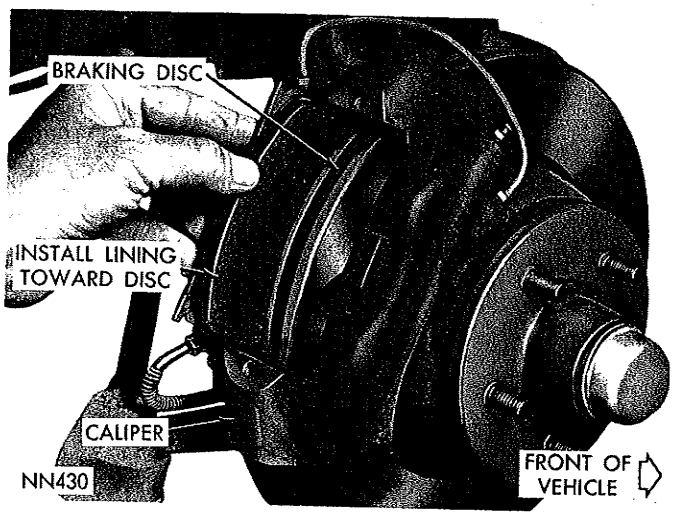

*Fig. 9—Installing the Brake Shoes and Lining*
(1) Push all pistons back into their bores until bottomed to allow for installation of new thick shoes. This can be done by placing a flat sided metal bar or tool against piston and exerting a steady force until bottomed.
(2) Slide new shoe and lining into caliper with ears of shoe resting on bridges of caliper (Fig. 9). (Be sure shoe is fully seated and lining is facing disc.)
(3) Slide remaining shoe and lining into caliper, using same procedure as described above.
(4) Place caliper splash shield and anti-rattle spring assembly in position on caliper and install attaching bolts. Tighten securely.
(5) Pump brake pedal several times until a firm pedal has been obtained and shoe and lining have been properly seated.
(6) Install wheel and tire. Tighten wheel stud nuts to 55 foot pounds. Install wheel cover.
(7) Check and refill master cylinder reservoir with brake fluid as required.